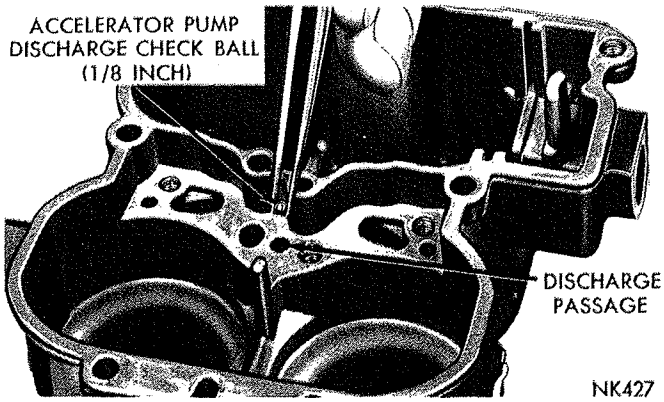

*Fig. 13—Installing the Discharge Check Ball*
(5) Install accelerator pump discharge check ball (⅛ inch) in discharge passage, as shown in Fig. 13.